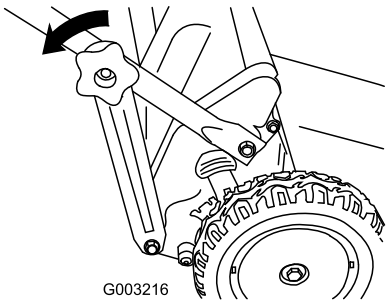

Figur 40
1. Afmonter de nedre håndtagsknapper (Figur 40).
2. Løsn de nedre håndtagsbeslag fra den nederste ende af begge håndtagets sider (Figur 40).